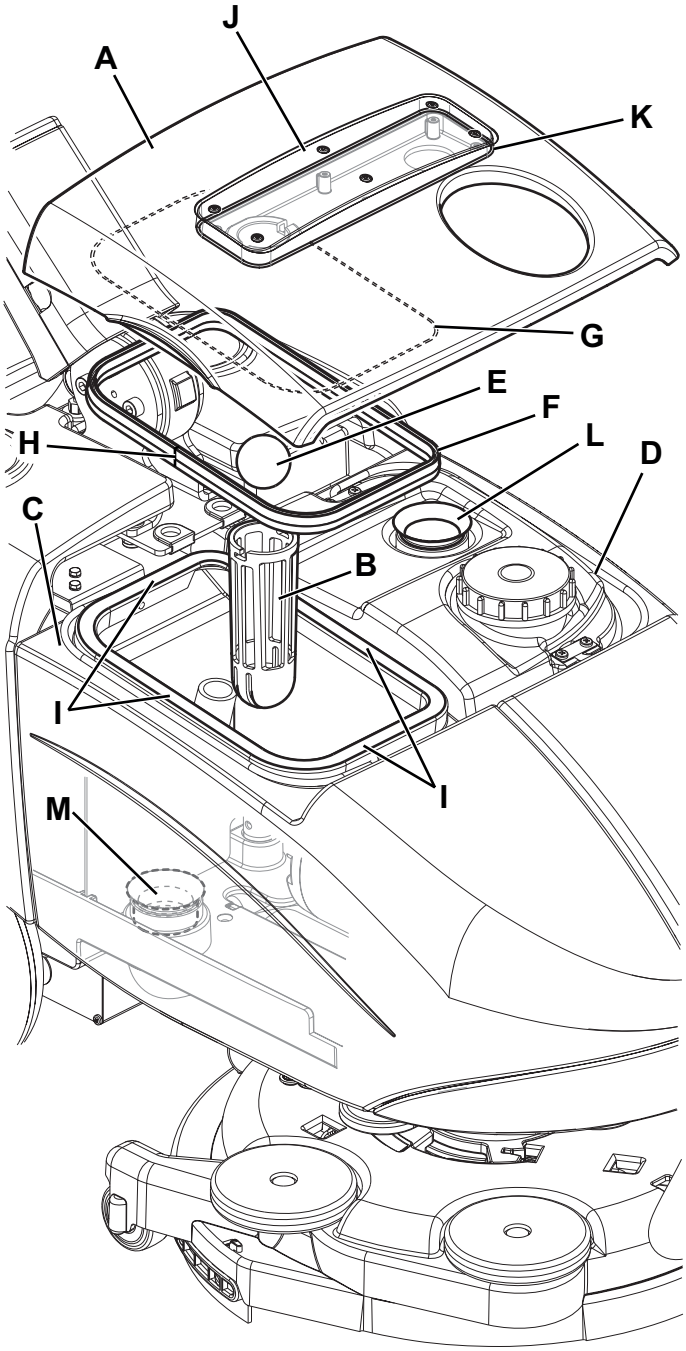

Figure 7
2. Contrôler que la manette (31) du sélecteur de fonctions soit en position « 0 » et débrancher le connecteur de la batterie (7).
3. Déposer le couvercle (A, Fig. 7), puis nettoyer et laver à l'eau propre le couvercle et la grille d'aspiration (B).
5. Si besoin est, démonter la grille (B) et enlever le flotteur (E), puis nettoyer avec soin et installer à nouveau.
6. Contrôler l'intégrité du joint d'étanchéité (F) du couvercle du réservoir de l'eau de récupération.
3. Ouvrir le couvercle (A, Fig. 7) et contrôler l'intégrité du joint (L) du moteur du système d'aspiration.